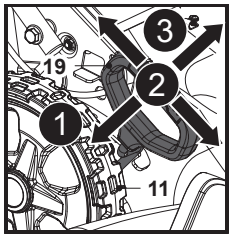

Fig. 11
1. Pull the lever for cutting height adjustment (19) towards the rear wheel (11) (Fig. 11, step 1).
2. Move the lever (19) forward or backward to adjust the cutting height (Fig. 11, step 2).
3. Release the lever (19) and ensure it engaged in the slot properly (Fig. 11, step 3).